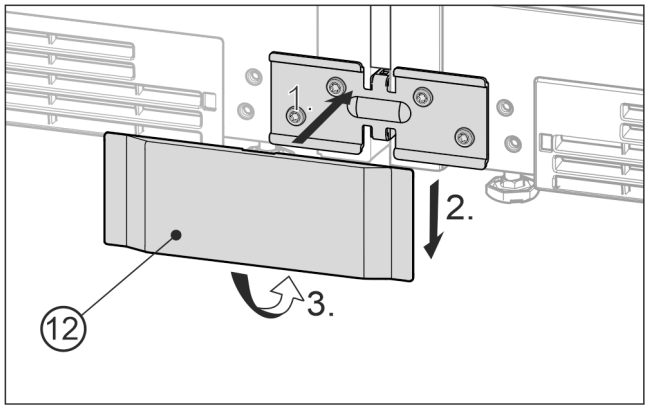

Fig. 25 Beispielhafte Darstellung
▶ Die untere Abdeckung *Fig. 25 (12)* von vorne auf den Winkel aufsetzen *Fig. 25 (1)*, runterschieben *Fig. 25 (2)* und unten einrasten *Fig. 25 (3)*.